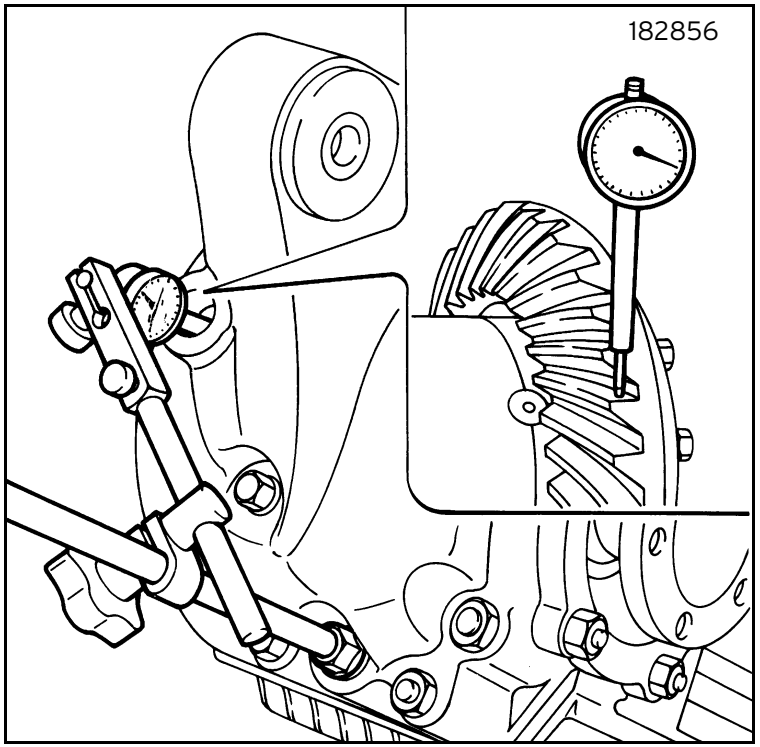

Fig. 56
- Check that the value is within the specified range with a dial gauge (figure 56):